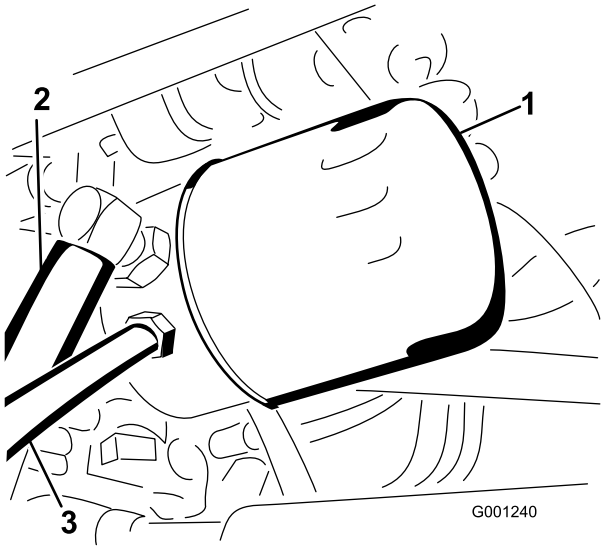

Figur 71
4. Rengør området omkring hydraulikoliefilteret, og afmonter filteret (Figur 71).